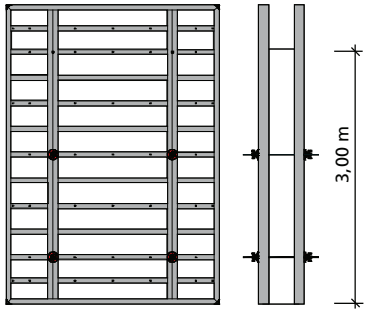

Abb. 46.1
- Bei Elementen der Höhe 3,50 m kann bis 3,00 m Betonierhöhe auf die oberste Ankerstelle verzichtet werden (Abb. 46.1).